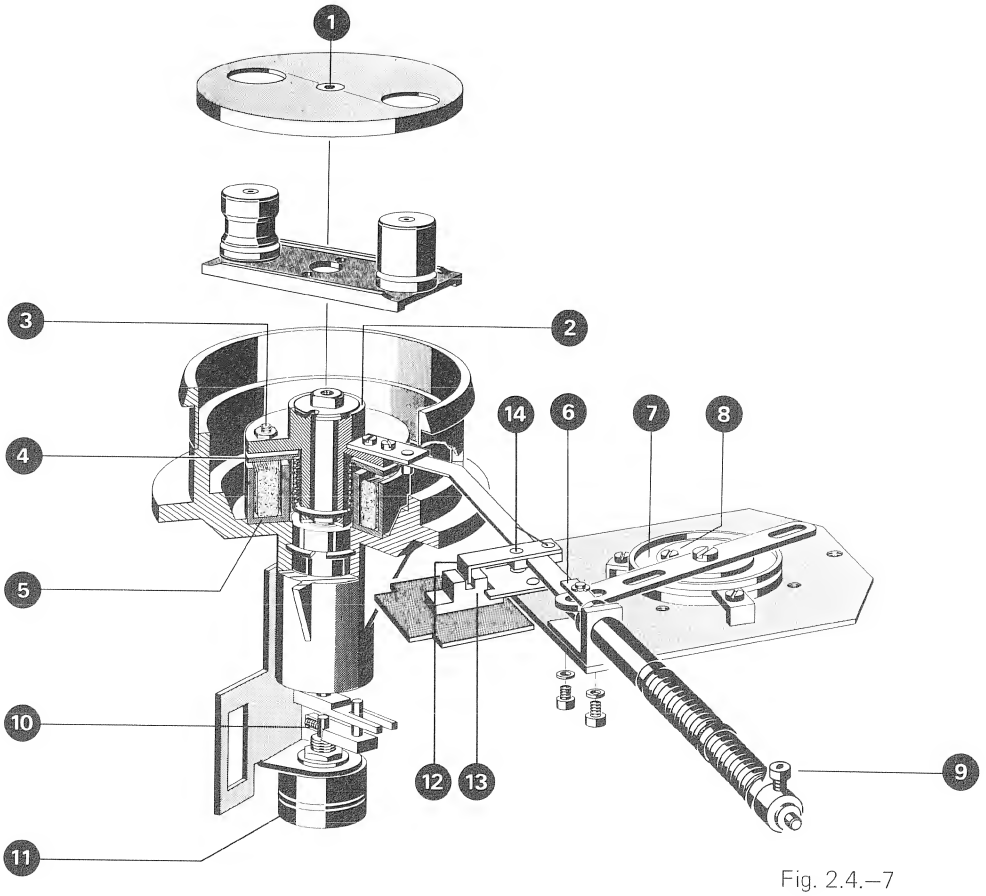

Fig. 2.4.–7
The microswitch must operate shortly before the solenoid bottoms. To adjust, loosen the two screws fixing the microswitch (8) (fig. 2.4.–4).
10. Press the PLAY key repeatedly and at the same time adjust the amount of pneumatic damping. Adjustment is made by carefully rotating the body of the dashpot (14), thus covering a larger or smaller area of the air vent.
Mechanische Einstellungen der Bandzugwaagen Fig. 2.4.–7